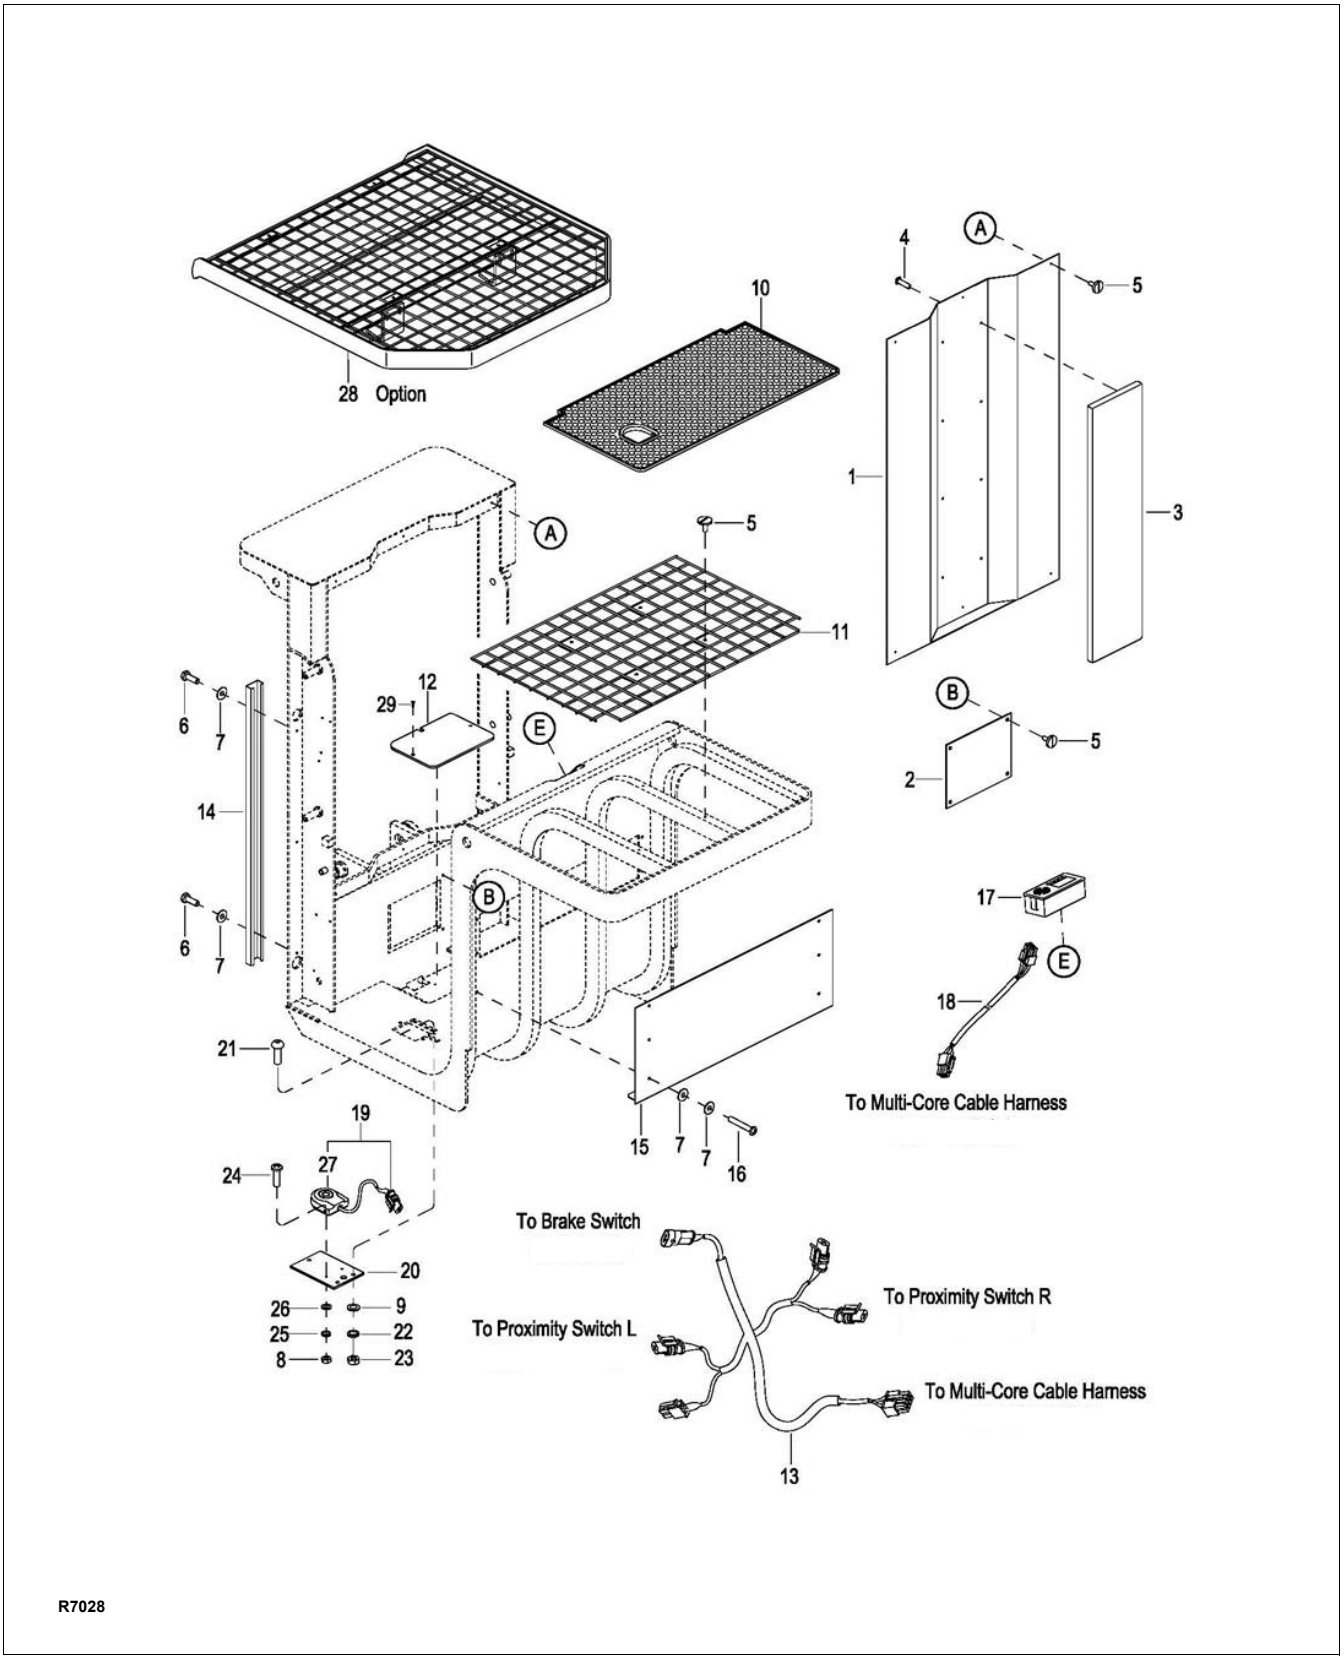

Figure 9-7 Platform Assembly
7. Disconnect harness (3, Figure 11-14) from harness (13, Figure 9-7).
8. Disconnect harness (3, Figure 11-14) from harness (18, Figure 9-7).